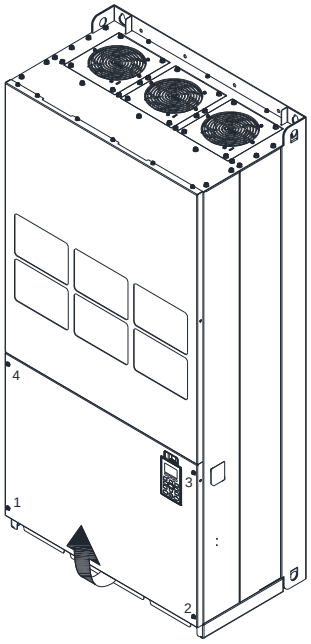

Figure 1
1. Loosen the screw 1–4 and remove the top cover 2. (figure 1). Screw torque: 14–16 kg-cm / [12.2–13.9 Ib-in.] / [1.4–1.6 Nm]